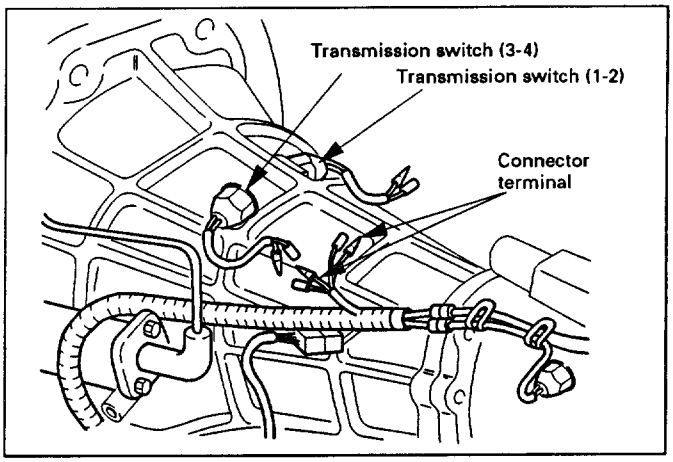

Fig. 8-375
1. Check continuity between connector terminals. (Fig. 8-375)